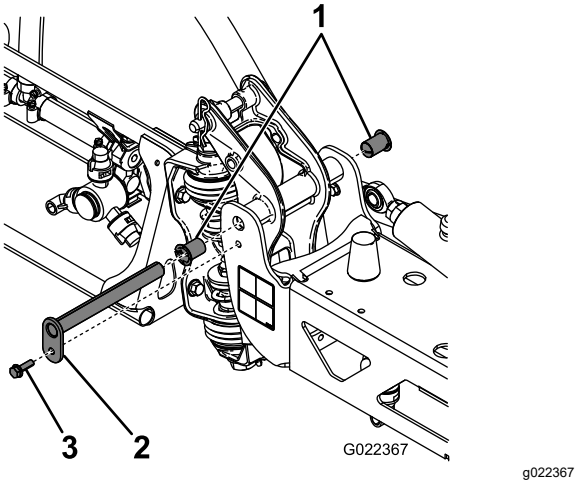

Figur 63
3. När sprutrampens vikt hålls upp tar du bort bulten och muttern som fäster svängtappen på sprutrampsenheten (Figur 63).
4. Lossa skruven och muttern som fäster svängtappen och ta bort tappen (Figur 63).
6. Ta bort nylonbussningarna från fram- och baksidan på tappfästet och undersök dem (Figur 63).
7. Påför en mindre mängd olja på nylonbussningarna och sätt tillbaka dem i tappfästet (Figur 63).
8. Montera sprutrampen och tappfästenheten på mittramen, och se till att hålen kommer i höjd med varandra (Figur 63).